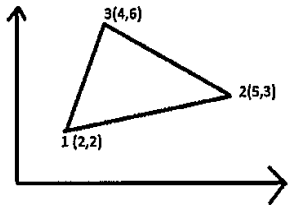

Figure 1.
b) The nodal coordinates of triangular element are as shown in figure 1. The x coordinate of interior point P is 3.2 and shape function $N_1 = 0.42$. Determine N_2, N_3 and Y coordinate of P. **[4]**